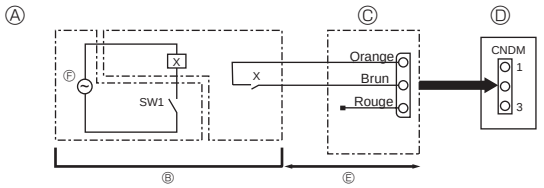

Fig. 9-1
9.1. Mode à faible bruit (modification sur site) (Fig. 9-1)